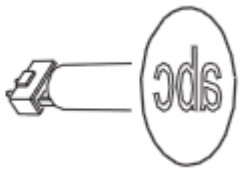
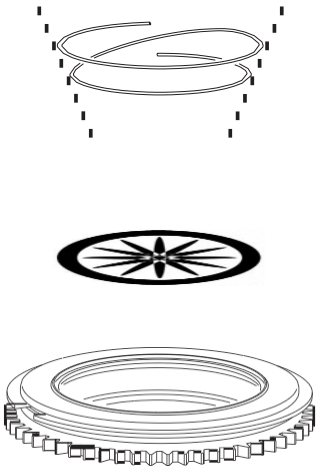

Рисунок 19. Надлежащая ориентация гобо
Рисунок 21: Удерживающие гобо пружины
4. Вставить новый гобо в держатель так, чтобы сторона, обращенная к лампе, была направлена вверх, к пружине (см. рисунок 21 и рисунок 19).